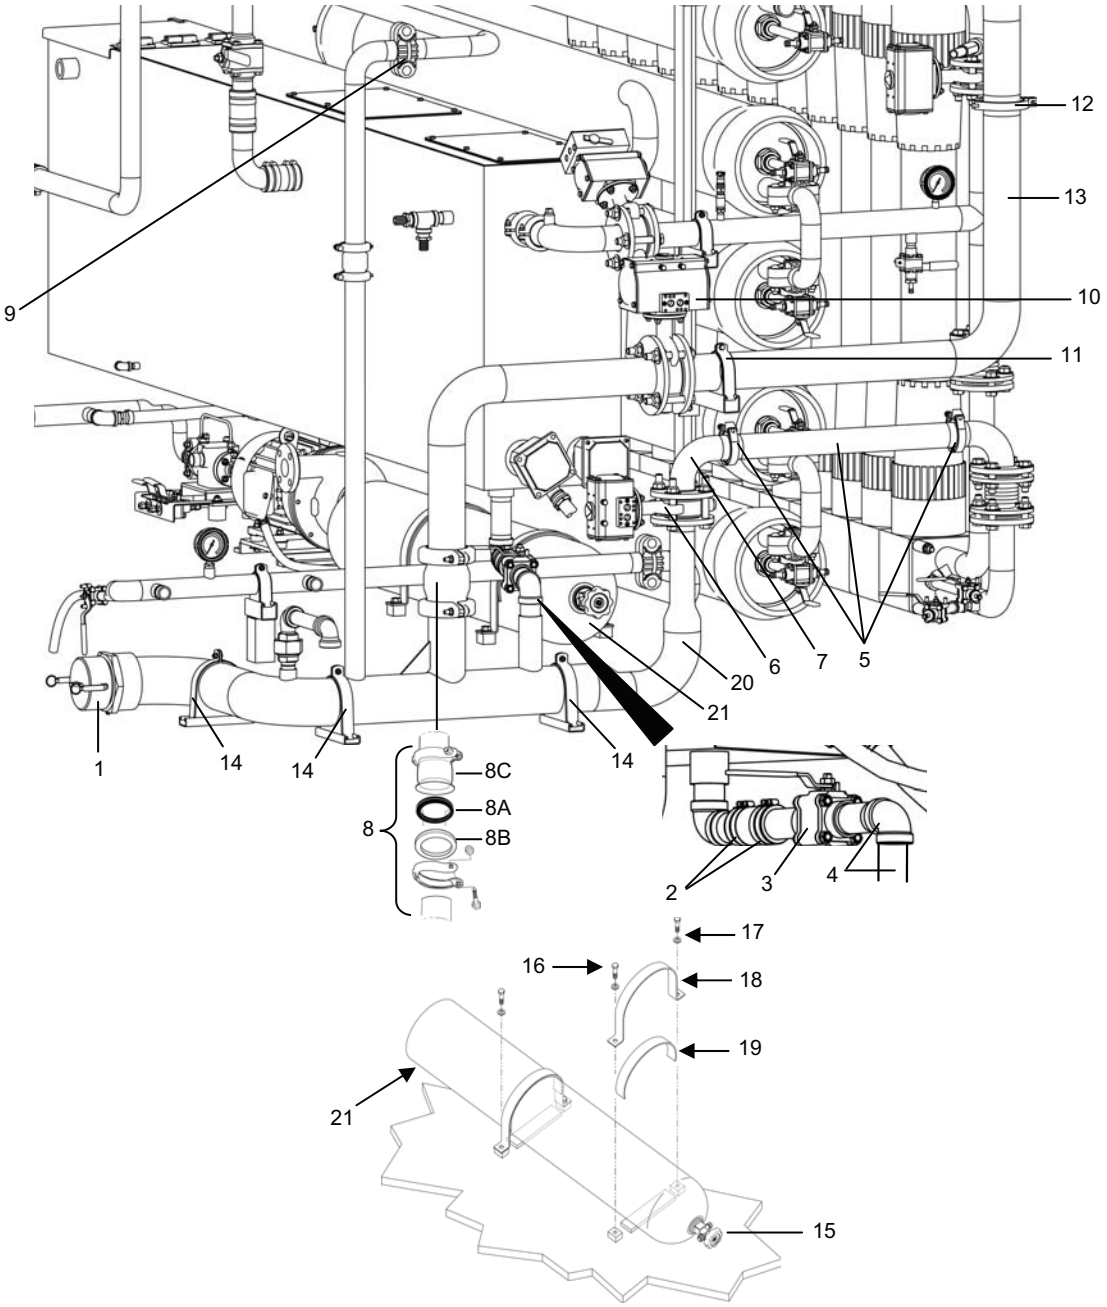

Figure 14. Waste Out Pipe Spool Installation.
11. Install the new air receiver tank as follows (see Figure 14).
a. Inspect the support band rubber cushions (19) and replace if damaged or worn.
b. Slide the new tank (21) into position under the supports bands (18).
d. Position the upper rubber cushions (19) between the tank and the support straps.
f. Connect the air hose to Air Tank Shut-Off Valve V-907 (15).
12. Reinstall the waste out pipe spool as follows (see Figure 14):
a. Position the waste out pipe spool (20) into its original location.
b. Reinstall but do not tighten the three flex strut pipe supports (14) that secure the waste out pipe spool to the floor of the TWPS.